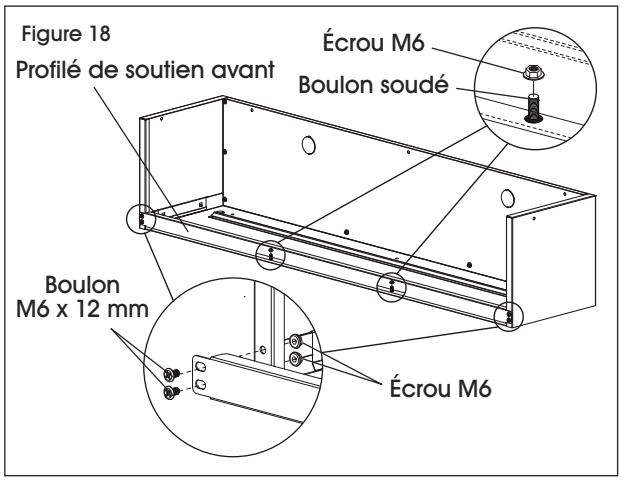

Figure 18
6. Attachez le profilé de soutien aux panneaux latéraux avec quatre boulons M6 x 12 mm et quatre écrous M6 en utilisant un tournevis cruciforme. Fixez le profilé de soutien avant au panneau supérieur en vissant deux écrous M6 aux boulons soudés du panneau supérieur. (Voir Figure 18)